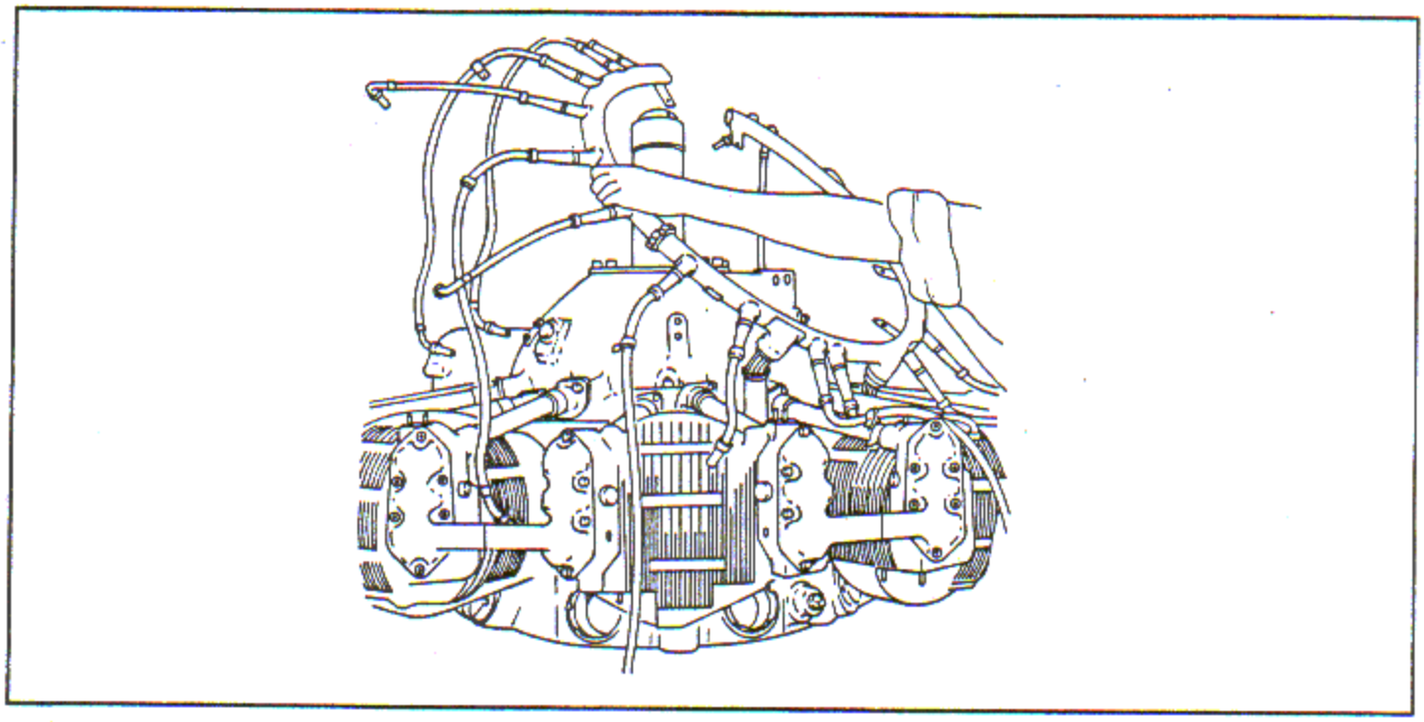

Figure 4-7. Removing Ignition Cable Assembly
c. Remove the ignition cable assembly as shown in figure 4-7. One man should lift the cable assembly from the engine while another guides the elbows through the space between the engine stand and the supercharger front housing.